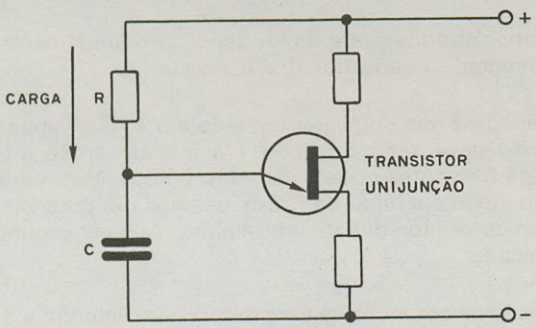

FIGURA 3
O diagrama básico deste oscilador é mostrado na figura 3 funcionando do seguinte modo: temos um capacitor (C) e um resistor (R) ligados de tal modo que o capacitor se carrega lentamente através do resistor. Quanto maiores forem estes componentes mais longa é a carga e portanto maior o intervalo de tempo que poderemos obter.